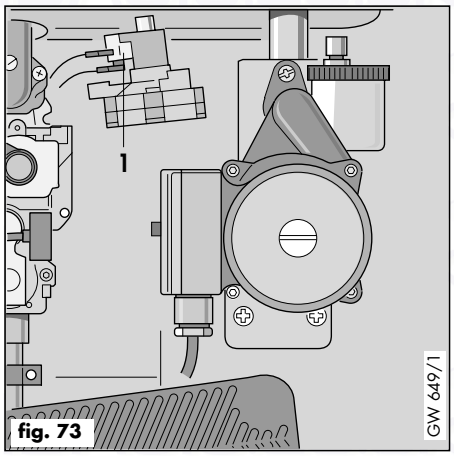

fig. 73
- Disconnect wires from switch (1, fig. 73).